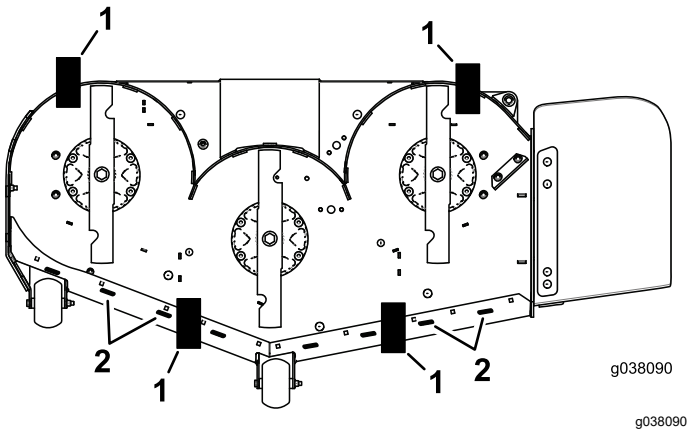

**Figur 83**
9. Plasser to blokker (se tabellen nedenfor) under kanten nederst bak på klippeenheten, én på hver side av klippeenheten (Figur 83).